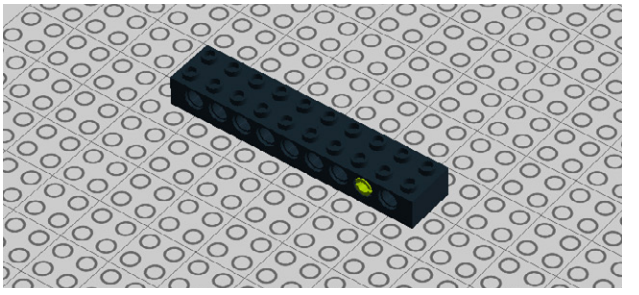

Figure 7-77. *Step 70: Connecting two Technic bricks*
70. Connect two Technic bricks with a single connector peg, as shown in Figure 7-77.